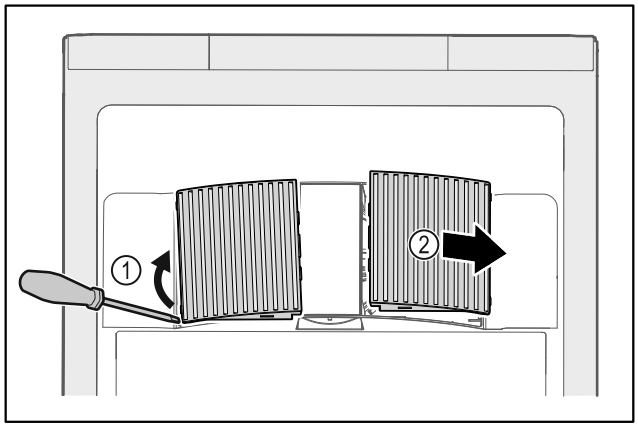

Fig. 59
- ▶ Scoateți cu grijă capacele ventilatoarelor de pe partea laterală *Fig. 59 (1)* și scoateți-le spre partea din față *Fig. 59 (2)*.